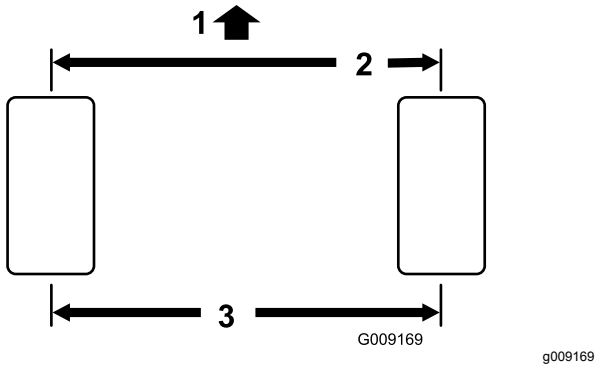

Figuur 48
2. Meet de afstand hart-op-hart van het toespoor (ter hoogte van de assen) aan de voorzijde en de achterzijde van de stuurwielen (Figuur 48).